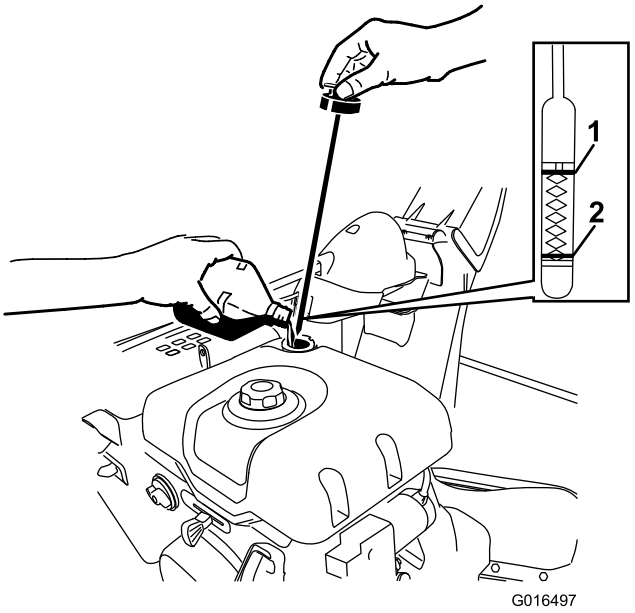

Рисунок 19
1. Выньте щуп для измерения уровня, повернув крышку против часовой стрелки, и **медленно** залейте масло в заправочную горловину так, чтобы уровень масла соответствовал метке Full (Полный) на щупе. **Не допускайте переполнения картера.** (Рисунок 19).